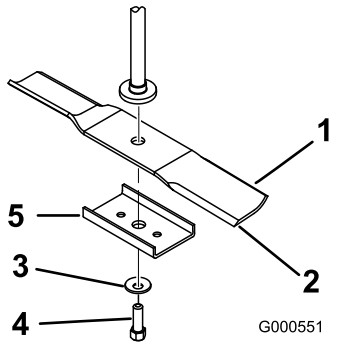

Figuur 49
Pak het uiteinde van het mes vast met een doek of een dikke handschoen. Verwijder de mesbout, de klemring, de mesversteviger en het mes van de spilas (Figuur 49).
1. Monteer het mes op de as (Figuur 49).
2. Monteer de mesversteviger, de klemring (holle kant naar het mes toe) en de mesbout (Figuur 49).